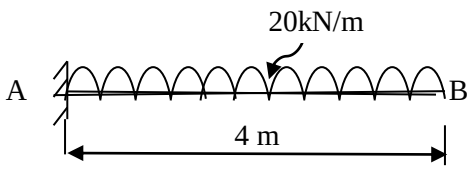

fig.1
Q.2 **(a)** Find slope & deflection for the following structure as shown in fig.1 by double integration method. Take E=200 kN/mm^2 and I=14400 x 10^4 mm^4. **07**